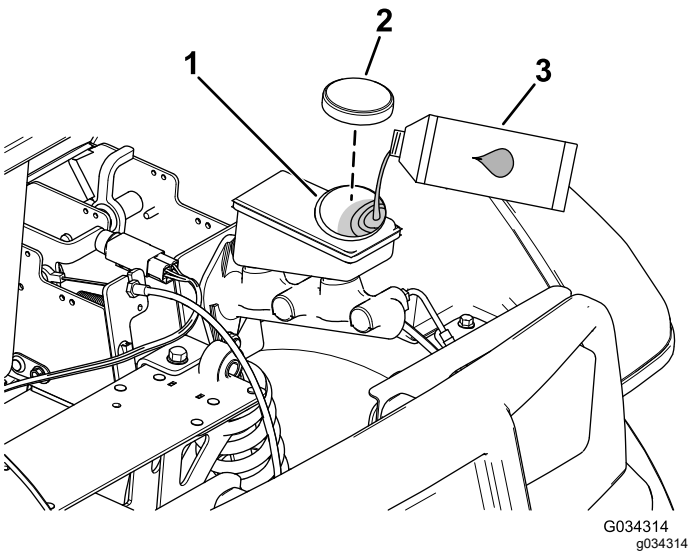

Figur 54
2. Hev panseret for å få tilgang til hovedbremsesylinderen og -beholderen (Figur 54).
A. Rengjør området rundt beholderlokket, og ta av lokket (Figur 54).
C. Sett lokket på beholderen (Figur 54).